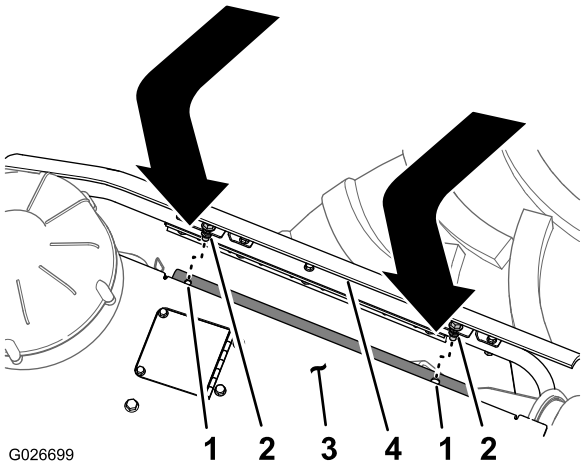

Figure 61
2. Align the mounting bolt at the top of the side panel with the hole in the support flange of the hood panel (Figure 61).